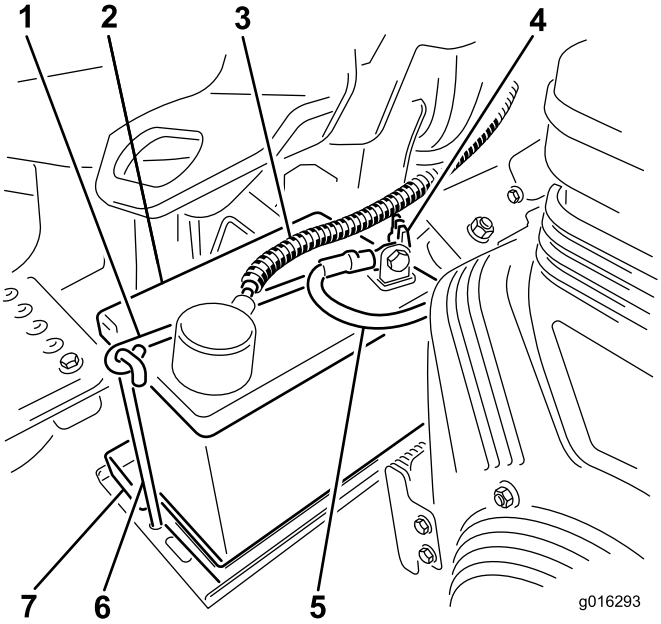

Figuur 8
7. Plaats de accu op de accubak en bevestig deze met de accuklem en het bevestigingsmateriaal dat u eerder hebt verwijderd (Figuur 8).
van de minpool (–) van de accu en zet deze vast met behulp van de bouten en moeren (Figuur 8). Schuif het rubberen stofkapje over de pluspool om eventuele kortsluiting te voorkomen.